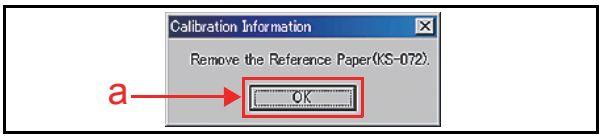

Figure 6-48 Calibration Information Screen 6
Once the CIS Sensor Calibration is complete, the "**Calibration Information**" Screen shown in Figure 6-48 will re-appear.
19. Remove the KS-072 Reference Paper and Mouse-click on the "OK" Screen Button (See Figure 6-48 a) to begin the CIS Sensor Non-Paper Calibration Procedure.